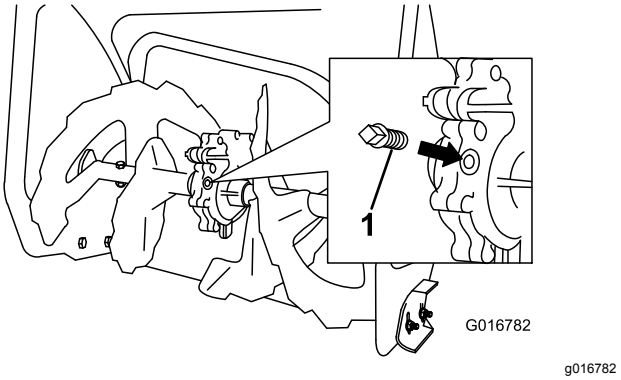

Rysunek 30
2. Wyczyść obszar wokół zatyczki (Rysunek 30).